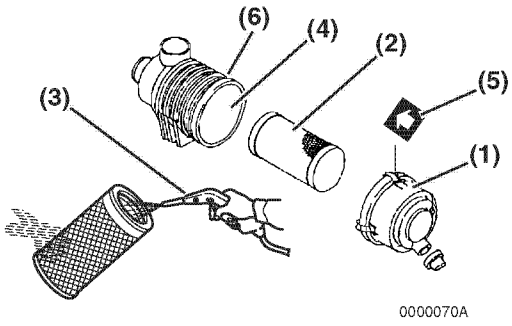
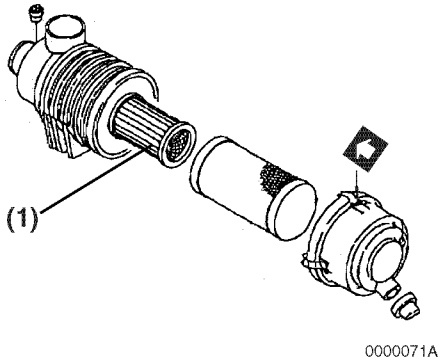

*Figure 13*
*Figure 14*
Note that a typical air cleaner is shown in **Figure 13** and **Figure 14** for illustrative purposes only.
1. Unlatch and remove the air cleaner cover **(Figure 13, (1))**.
2. Remove the element **(Figure 13, (2))** (outer element if equipped with two elements).
3. Blow air **(Figure 13, (3))** through the element from the inside out using 42-71 psi (0.29-0.49 MPa, 3.0-5.0 kgf/cm$^2$) compressed air to remove the particulates. Use the lowest possible air pressure to remove the dust without damaging the element.
4. If the air cleaner is equipped with a double element, *only remove and replace the inner element* **(Figure 14, (1))** *if the engine lacks power or the dust indicator actuates (if equipped).*
7. Reinstall the element into the air cleaner case **(Figure 13, (4))**.
8. Reinstall the air cleaner cover making sure you match the arrow **(Figure 13, (5))** on the cover with the arrow on the case **(Figure 13, (6))**.
Replace the air cleaner element **(Figure 13, (2))** every 500 hours even if it is not damaged or dirty.
When replacing the element, clean the inside of the air cleaner case **(Figure 13, (4))**.
If the air cleaner is equipped with a double element, *only remove and replace the inner element* **(Figure 14, (1))** *if the engine lacks power or the dust indicator actuates (if equipped).* This is in addition to replacing the outer element.